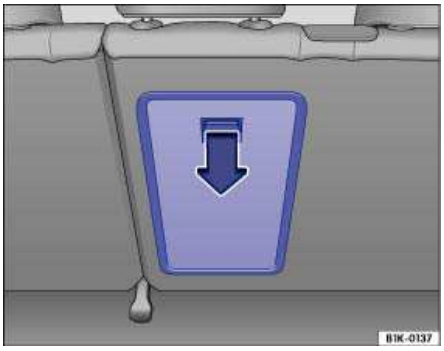

**Fig. 100** In the luggage compartment: Opening the pass-through.
- Fold the pass-through cover back until it engages securely. The red marking on the luggage compartment side ⇒ fig. 100 should not be visible.